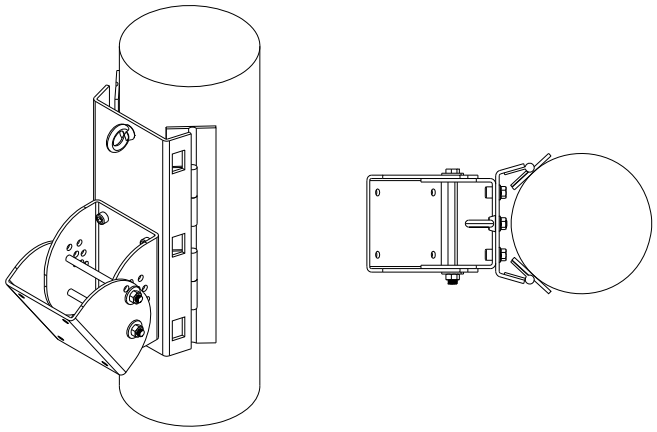
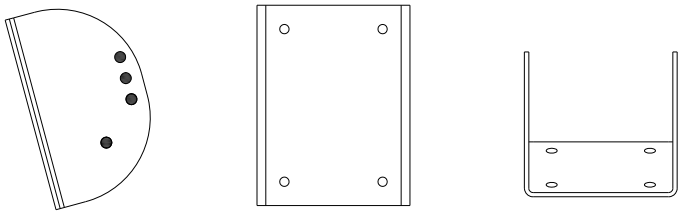
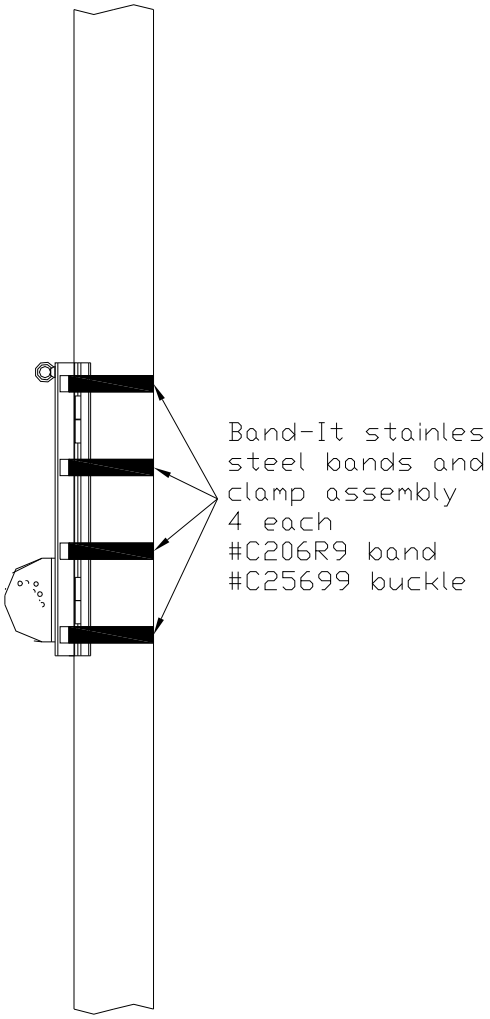

Figure 1.
Figure 2.
Figure 4.
The Pole Mount System EX consists of three parts: the pole bracket, the loudspeaker bracket, and the Safety Link. The pole bracket is shown in Figure 1. The bracket shown in figure 1 is designed for pole diameters of 8 inches (203.2mm) to 20 inches (508mm). The unique “self adjusting” hinge design of the pole mount will adjust to this specified range of pole diameters. Pole diameters smaller than 8 inches must not be used.
Figure 1 represents the isometric and top views of the pole bracket, including the loudspeaker bracket section. The loudspeaker bracket is shown seperately in Figure 2.
1. Mount the pole mount section (see figure 1) of the bracket to the pole at the desired height on the pole. The bracket is mounted to the pole using BAND-IT stainless steel bands. DO NOT SUSTITUTE bands of other material or other widths! There are four locations on the pole bracket for bands. ALL FOUR LOCATIONS MUST BE USED. Figure 4 illustrates the locations for the stainless steel band clamps.